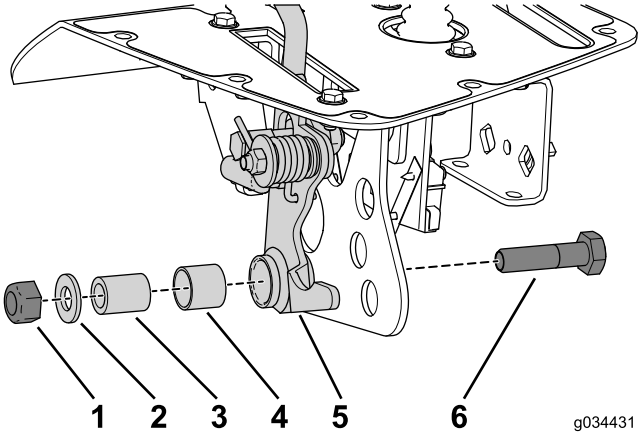

Figur 22
2. Bruk låsemutteren, den flate skiven, avstandsslangen og bolten som du fjernet tidligere, til å feste håndtaksenheten til braketten (Figur 22).